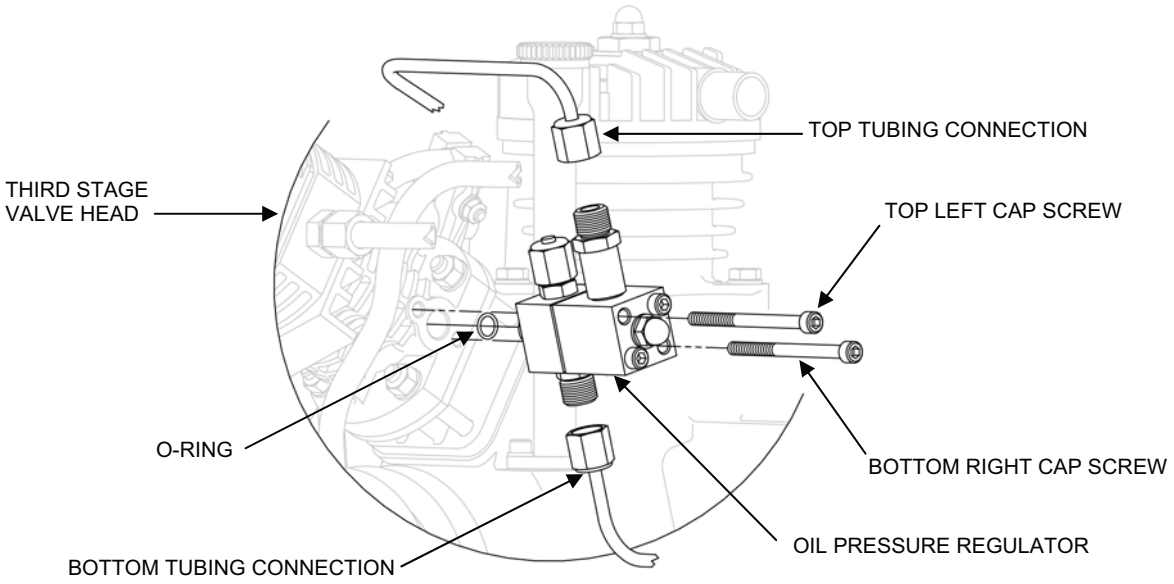

Figure 3. Oil Pressure Regulator Removal.
2. Remove the oil pressure regulator as follows (see Figure 3):